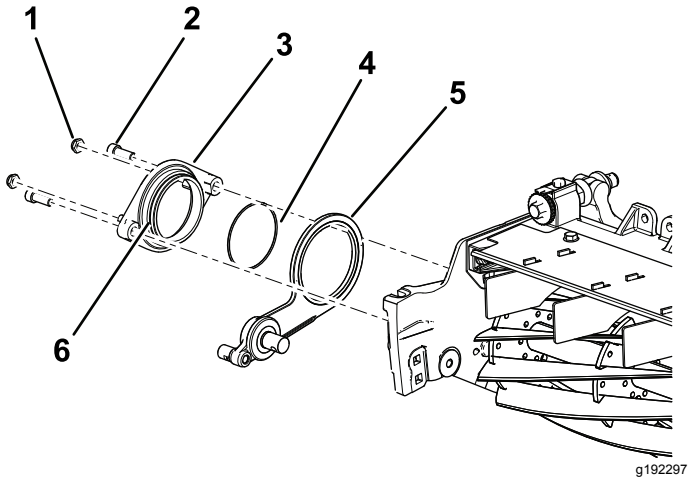

Figure 9
3. Apply anti-seize compound on the outside diameter of the pivot-hub assembly (Figure 9).
4. Secure the pivot hub over the idler assembly to the reel using 2 hex-socket bolts (3/8 x 3/4 inch) (Figure 9).
5. Loosely install the 2 locknuts on the pivot hub (Figure 9).